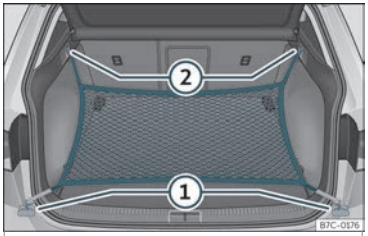

Fig. 113 No maleteiro:argolas ① e ganchos ② para enganchar a bolsa de rede.
- Fixe os ganchos curtos da rede nas argolas de amarre ››› **fig. 113** ① ›››⚠. A cremalleira da bolsa ten que quedar cara arriba.
- Fixe as cintas nos ganchos para colgar bolsas ②.